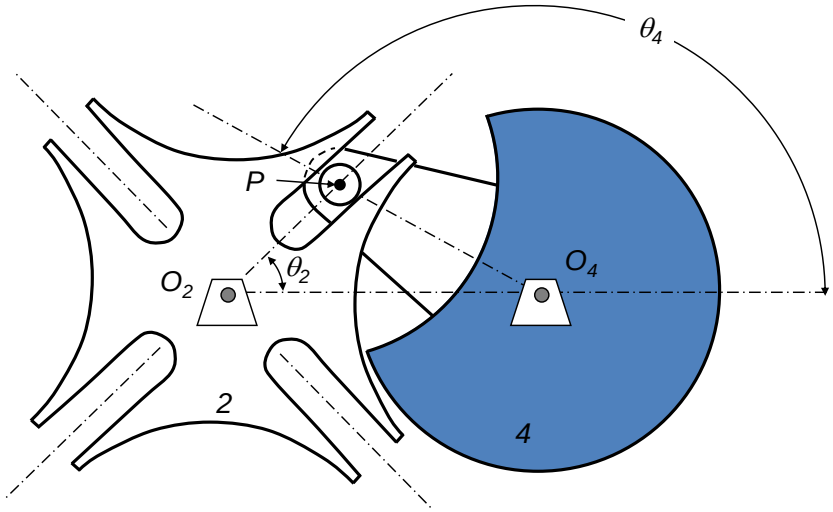

Figure 3 : Mécanisme croix de malte
La figure 3 ci-dessous présente un mécanisme croix de malte. La roue motrice (4) entraîne la croix menée (2) par le biais d'un doigt. Ce dernier s'engage et se désengage des rainures de manière tangente. Les dimensions sont les suivantes $\overline{O_2O_4} = 8$ cm et $\overline{O_4P} = 4\sqrt{2}$ cm. La vitesse de rotation de la roue 4 est $\vec{\omega}_4 = 30$ rad/sec en sens antihoraire. Les angles θ_2 et θ_4 à la position montrée sont respectivement de 35,78 et 160 degrés. Cette position correspond à un certain déplacement après l'engagement. Vous devez utiliser la méthode des centres instantanés de rotation pour calculer la vitesse de rotation $\vec{\omega}_2$ de la croix (2). Pour ce faire répondez aux questions ci-dessous.